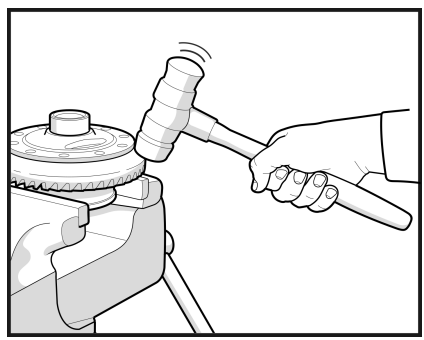

Рис. 8
**2.2** Сбейте ведомую шестерню с корпуса дифференциала, используя молоток с пластиковым, резиновым или медным бойком. Во избежание заклинивания сбивайте шестерню равномерно по окружности. (**Рис. 8**)